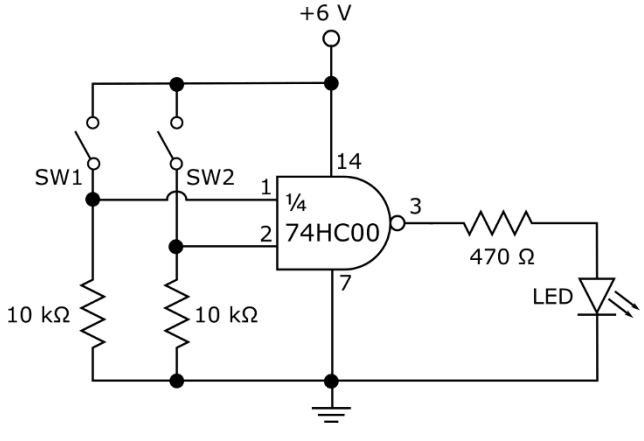

Figura 11-8: Utilice un LED para mostrar la salida de una puerta lógica NAND.
El circuito de la Figura 11-8 utiliza un LED para indicar el estado alto (1) o bajo (0) de la salida de una puerta NAND de dos entradas.